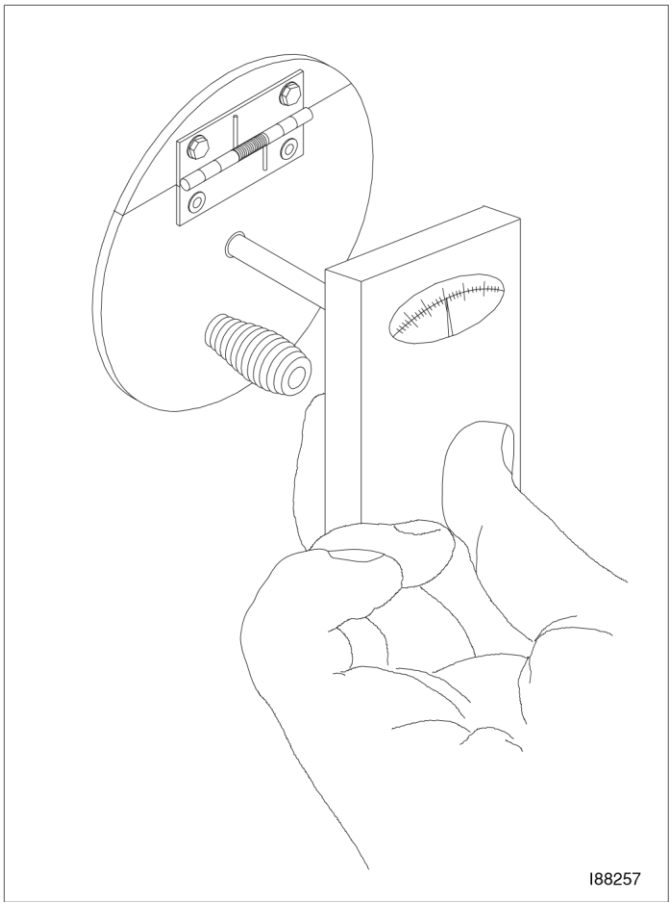

Figure 8A – Checking for Proper Draft Overfire
1. With the burner running and the exhaust hot, insert the probe of the draft gauge instrument into the draft reading port in the observation port as shown in Figure 8A. **NOTE:** Follow the directions with the gauge to use your specific type of gauge.